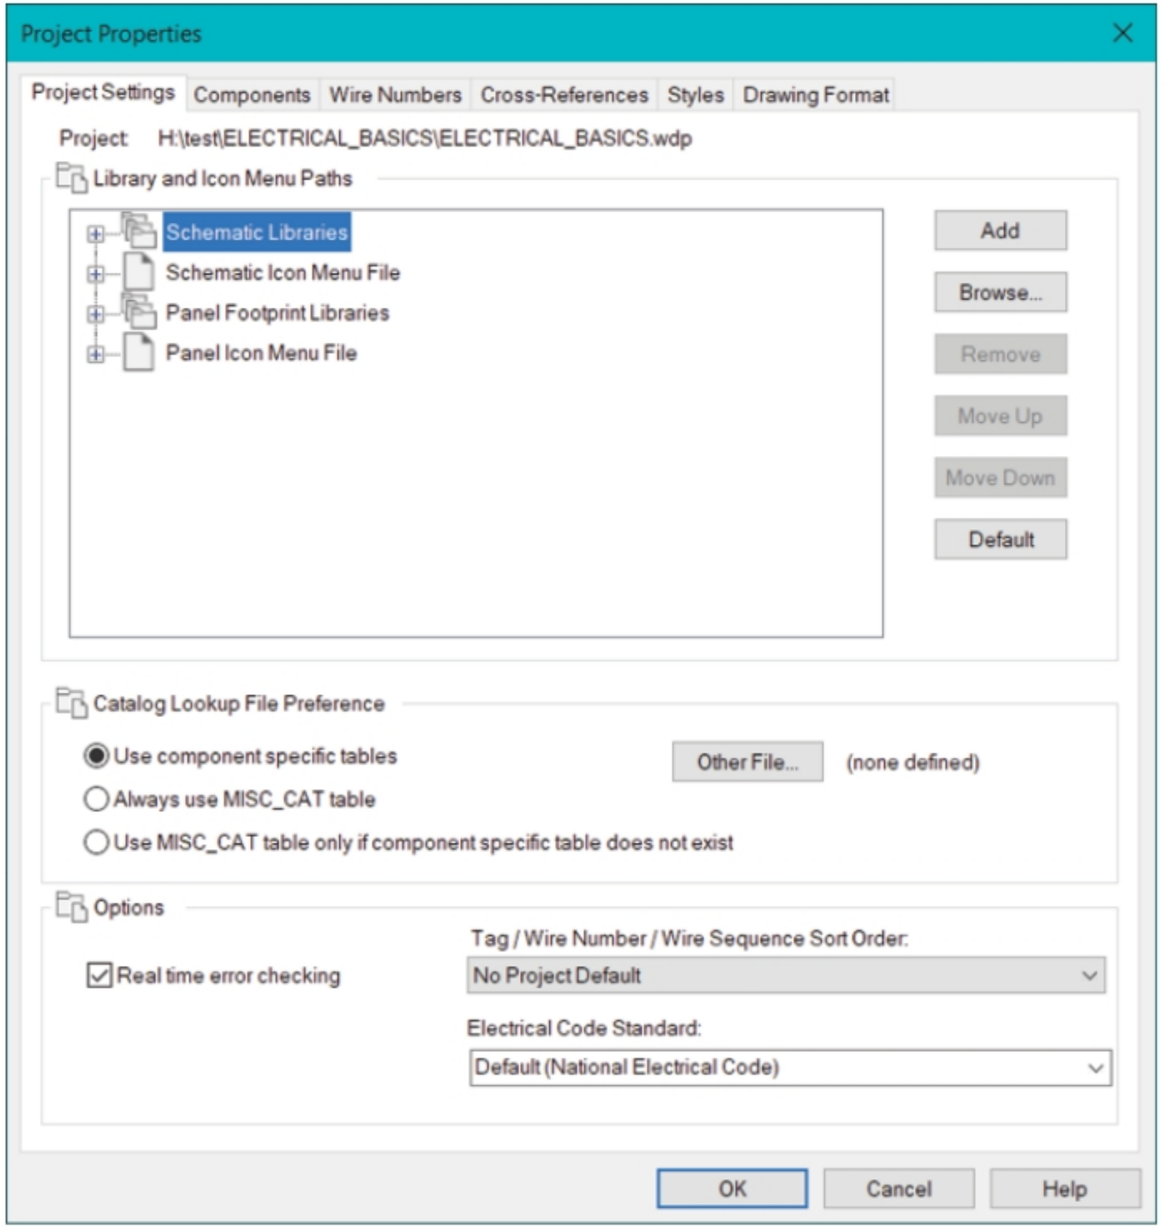

Figure-8. Project Properties dialog box
- Click on the **OK** button to create the project. If you want to specify the properties of the project while creating then click on the **OK - Properties** button. The **Project Properties** dialog box will be displayed; refer to Figure-8.
- Click on the **Properties** button in shortcut menu. The **Project Properties** dialog box will be displayed as shown in Figure-8.